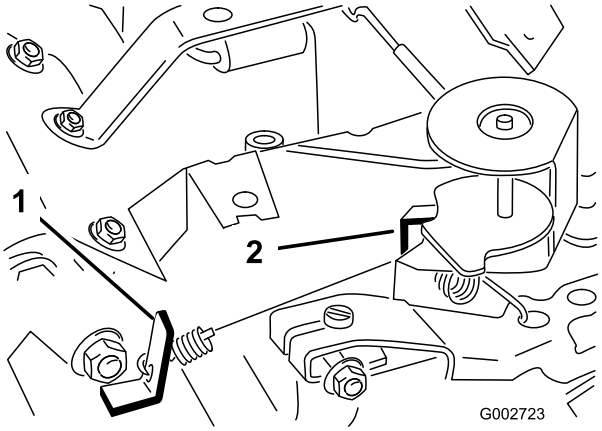

**Figur 38**
3. Böj förankringsbrickan till varvtalshållarfjädern (Figur 38) tills en tomgångshastighet på 1 725 ± 50 RPM uppnås. Kontrollera hastigheten med en varvräknare.
5. Flytta gasreglaget till det snabba läget. Böj förankringsbrickan till fjädern för hög hastighet (Figur 38) tills en höghastighet på 3 400 ± 50 RPM uppnås.